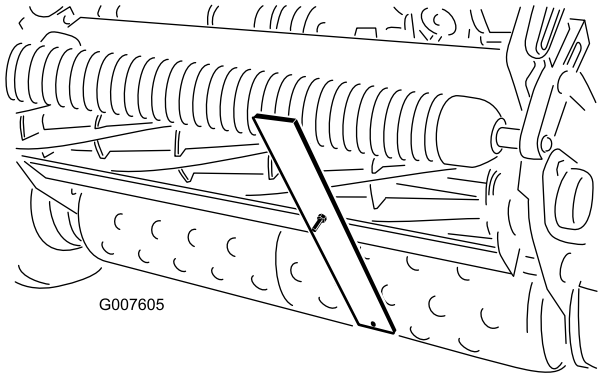

Figuur 50
4. Plaats de schroefkop op de snijrand van het ondermes en laat de achterzijde van de lat op de achterrol rusten (Figuur 50).